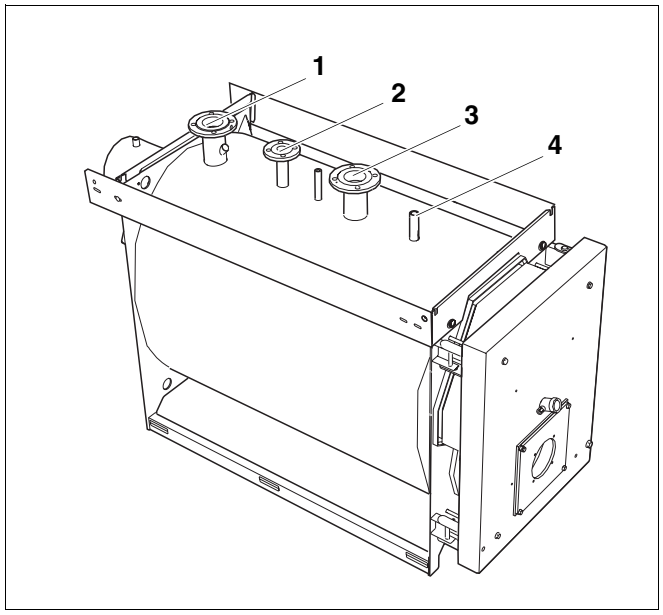

Рис. 18 Отопительный котел Logano S635
- Подсоединить подающую линию системы отопления к месту ее подключения на отопительном котле (рис. 18, **поз. 1**).
из-за ошибочного подключения компонентов к предохранительной подающей линии (рис. 18).
- К подающей предохранительной линии не допускается подключать бак-водонагреватель или какой-либо другой отопительный контур (рис. 18).
- Закрепить предохранительный клапан 4 болтами к месту подключения подающей предохранительной линии (VSL) (рис. 18, **поз. 2**).
- Подключить коллектор со штуцерами к предназначенному для него месту (рис. 18, **поз. 4**). Соблюдайте указания специальной инструкции по монтажу коллектора.